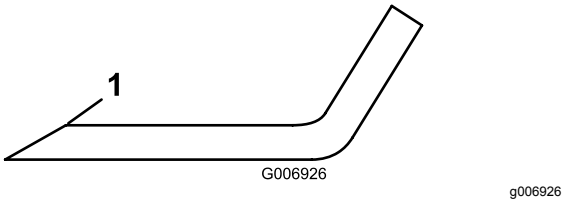

Figura 90
5. Inspeccione los filos de corte de todas las cuchillas. Afílelos si están romos o tienen mellas. Afile únicamente la parte superior del filo y mantenga el ángulo de corte original para asegurar un filo correcto (Figura 90).